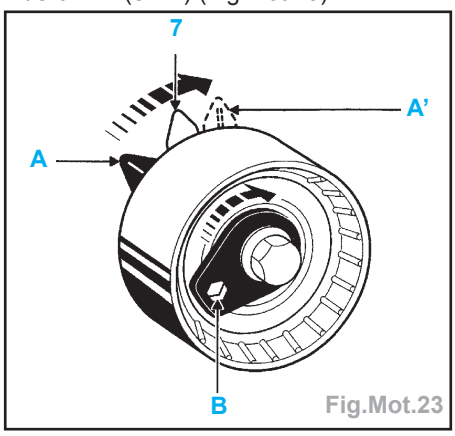

Fig.Mot.23
- Faire dépasser l'index mobile (A') du galet tendeur de 7 à 8 mm par rapport à l'index fixe (7) à l'aide d'une clé six pans de 6 mm (en B) (Fig.Mot.23).
- Faire dépasser l'index mobile (**A'**) du galet tendeur de 7 à 8 mm par rapport à l'index fixe (**7**) à l'aide d'une clé six pans de 6 mm (en **B**) (Fig.Mot.23).